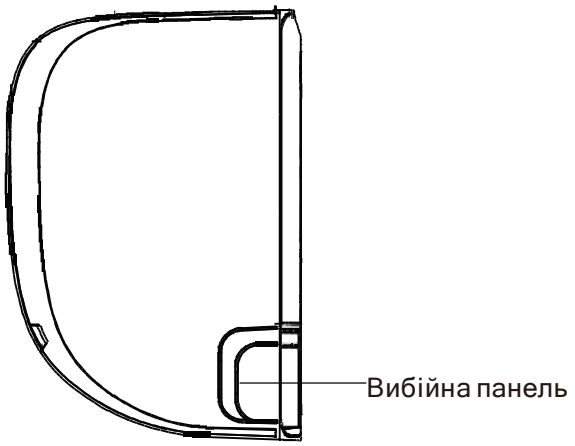

Рис. 3.3
2. Якщо отвір у стіні знаходиться позаду пристрою, залиште панель, що вибивається, на місці. Якщо отвір у стіні знаходиться збоку від внутрішнього блоку, зніміть пластикову панель, що вибивається, з цього боку блоку. (Див.**Рис. 3.3**).Зробіть проріз, через який труби зможуть вийти з пристрою. Використовуйте гострогубці, якщо пластикову панель занадто важко зняти вручну.